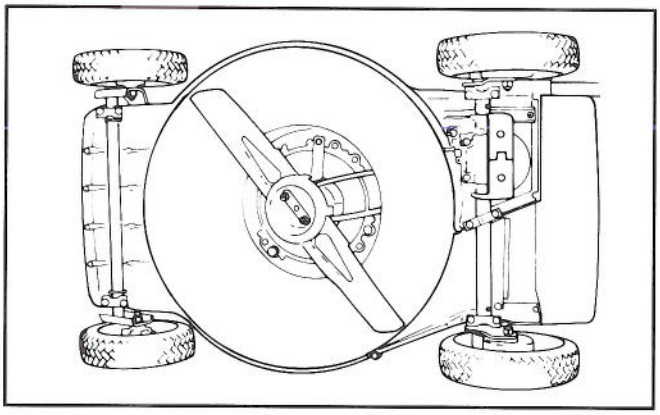

Abbildung 31
2. Den Mäher auf die linke Seite kippen (Abb. 31). Drehen des Mähmessers vermeiden, da das zu Startproblemen führen könnte.